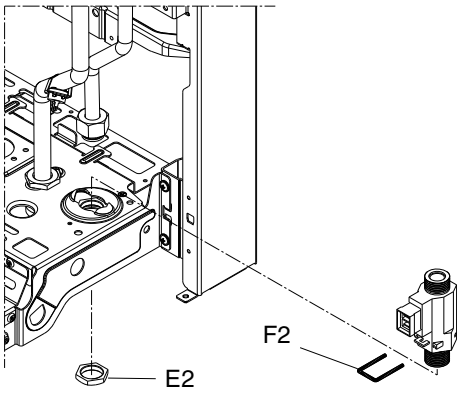

Fig. 30
6.15.2 DHW FLOW SWITCH (fig. 30)